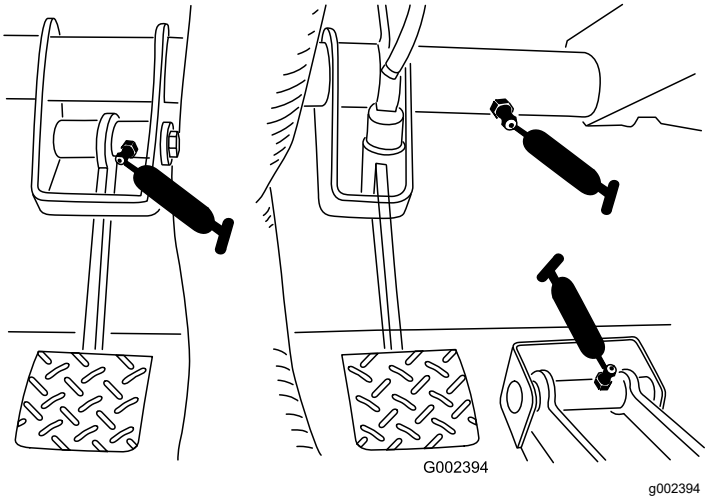

Figura 31
- **Embrague (1)**; consulte Figura 31
- **Acelerador (1)**; consulte Figura 31
- **Freno (1)**; consulte Figura 31